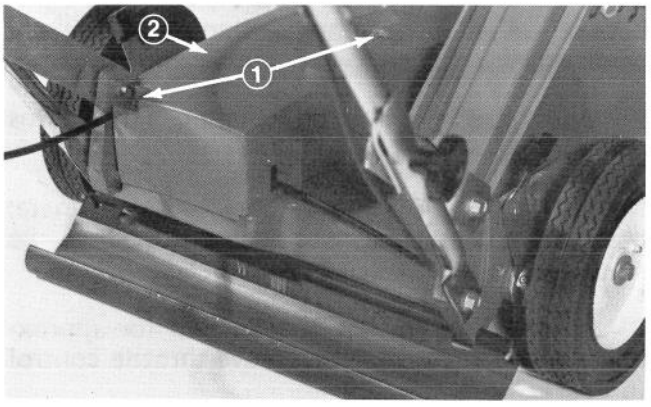

Figure 36
3. Remove two capscrews securing transmission cover and remove cover (Fig. 36).